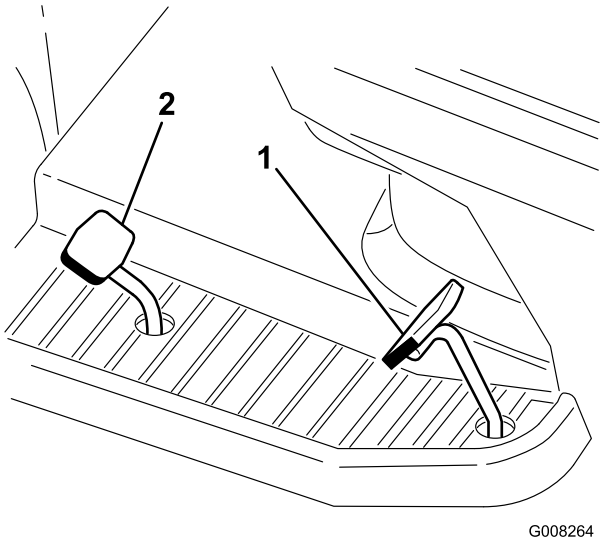

Figur 17
2. Sæt foden på traktionspedalen, og tryk langsomt på den for at køre fremad (Figur 17).
2. Sæt foden på pedalen til bakkehastighed, og tryk langsomt på den for at bakke (Figur 17).